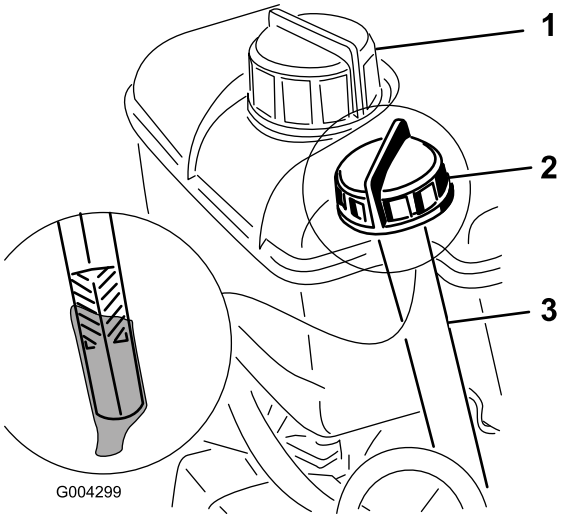

Bild 12
2. Reinigen Sie den Bereich um den Peilstab (Bild 12).
1. Reinigen Sie den Bereich um den Tankdeckel (Bild 12).